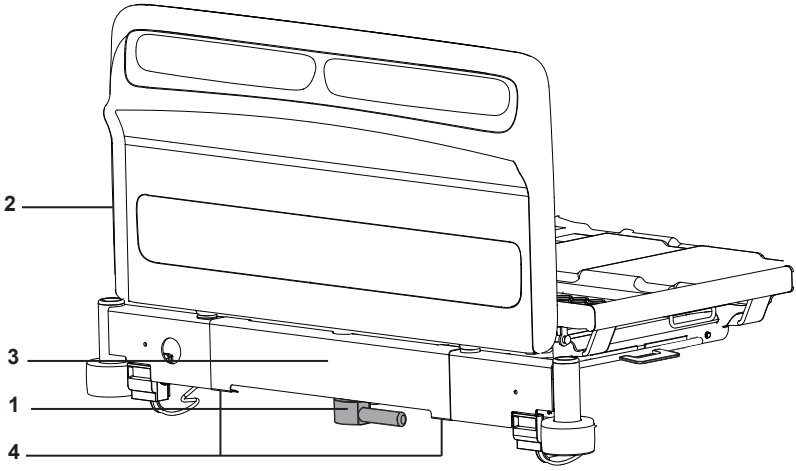
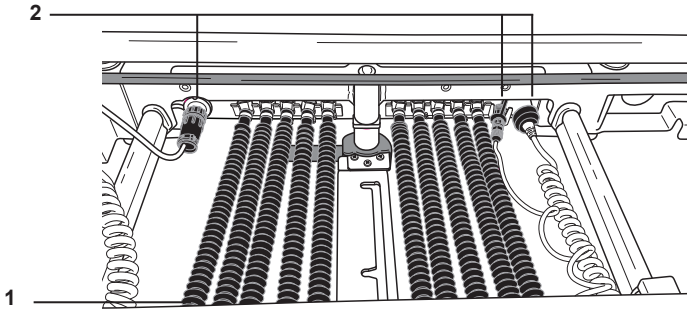

Figure 1 : Pied de lit et extension de pied de lit
Figure 2 : Plaque d'habillage de l'extension de pied de lit avec tuyaux d'air et connecteurs électriques
4. Tirer la poignée d’extension du pied (voir figure 1, élément 1), faire glisser la rallonge de cadre vers l’extérieur (3) puis enlever le repose-pieds (2).
5. Localiser la plaque d'habillage de l'extension de pied de lit (voir figure 1, élément 3) en s'assurant que les tuyaux à air (figure 2, élément 1) ainsi que les connecteurs électriques (2) soient attachés sous le pied du lit. Déconnecter les tuyaux à air ainsi que les connecteurs électriques de la plaque de recouvrement de l'extension du pied.
6. Retirer la plaque de recouvrement en dévissant deux vis à tête cylindrique cruciforme (voir figure 1, élément 4), situées sur le dessous du recouvrement. Placer la plaque de recouvrement et le matériel dans un sac de rangement si l'unité de commande du matelas à air est retirée par la suite. La plaque d'habillage de l'extension de pied de lit devra être installée à nouveau afin de fixer les tuyaux d'air et les connecteurs électriques.